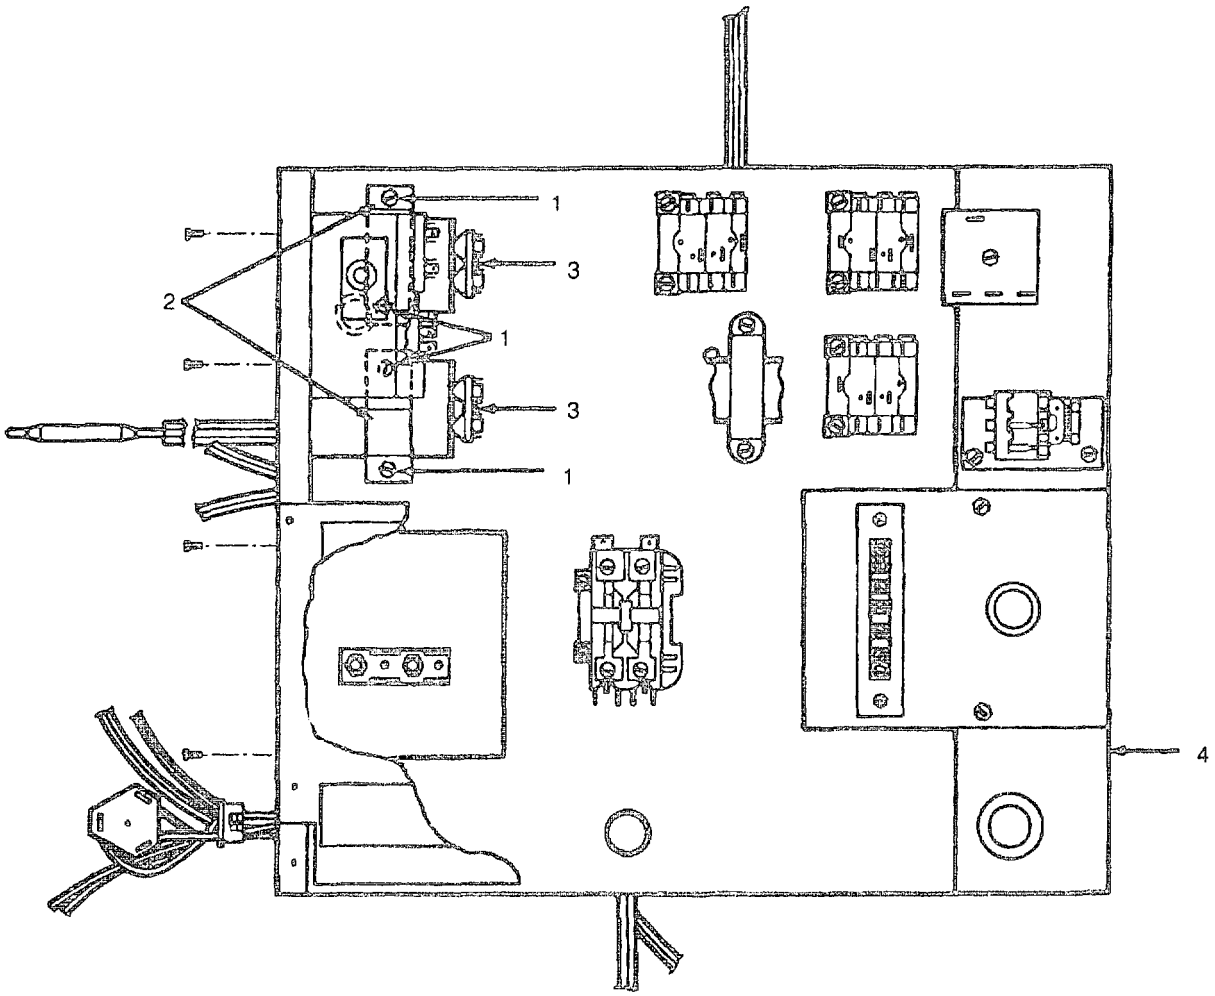

Figure 4-21. Fan Capacitors
(1) Check the two screws (1, Figure 4-21) and strap (2) attaching the fan capacitor (3) to the control box (4). Tighten if required.
(2) Install the control box cover. See para 4-23.
(3) Install both front door assemblies. See para 4-17.
(1) Check the fan capacitor (3, Figure 4-21) with a multimeter. Replace capacitor if it shows a direct short.
(3) Install both Front door assemblies. See para 4-17.
(1) Tag and disconnect all wires to the fan capacitor (3, Figure 4-21).
(2) Remove the two screws (1) and strap (2) from the fan capacitor(3) and pull the fan capacitor out of the control box (4).
(1) Install the Fan capacitor (3, Figure 4-21) in the control box (4) with the two screws (1) and strap (2).
(2) Connect the wires as tagged and remove the tags.
(3) Install the control box cover. See para 4-23.
(4) Install both front door assemblies. See para 4-17.